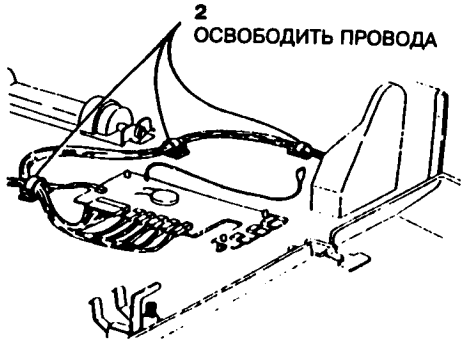

Рис.1 Отсоединение разъемов
5. Отключить разъем PJ79 от PWB подачи бумаги (рис.1).